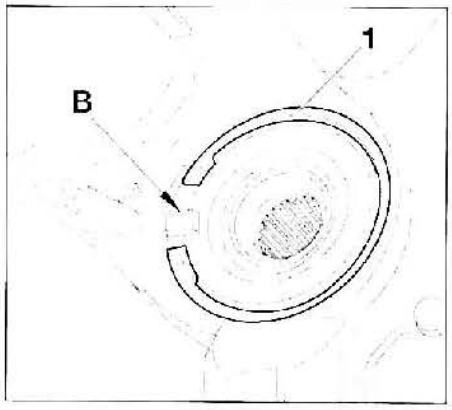

FIG. 25
• Colocar un anillos de seguridad nuevos (1) de sujeción del rodamiento en su alojamiento **(fig. 25)**.